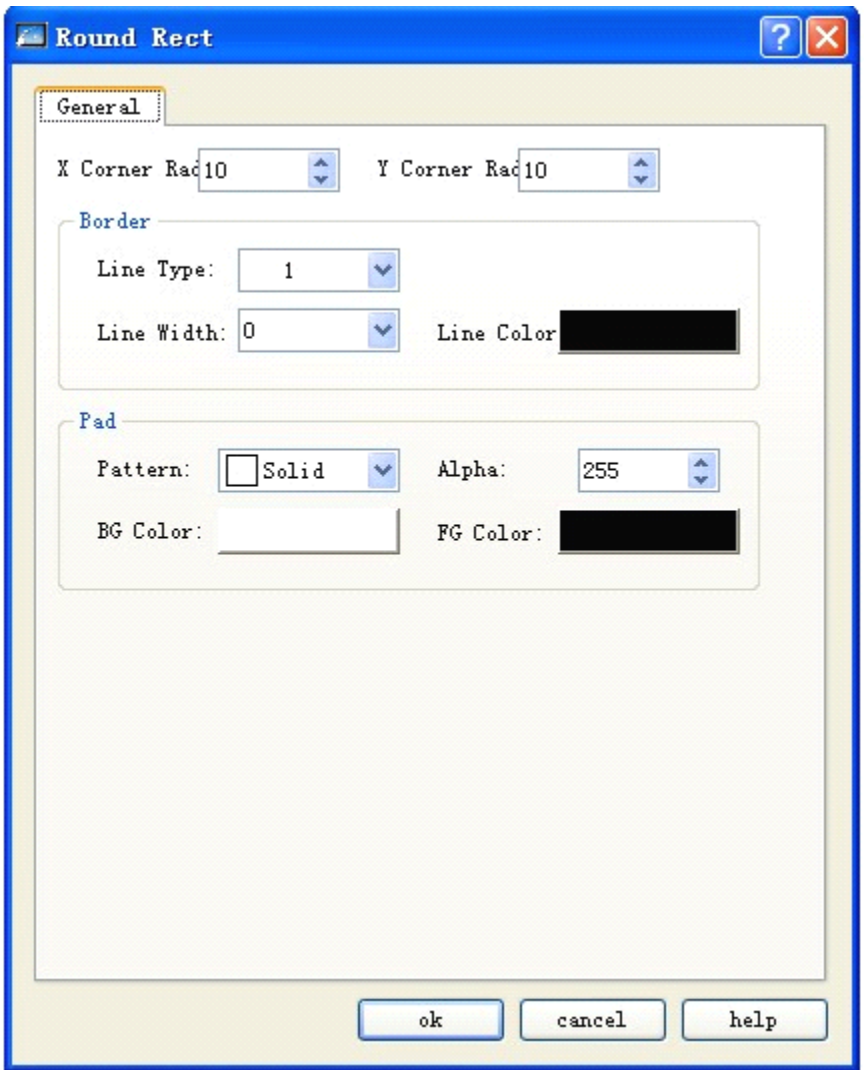

Рисунок 4-31 Окно свойств скруглённого прямоугольника
- После выполнения вышеперечисленных шагов, прямоугольник имеет стандартные свойства прозрачности, типа, толщины, цвета и шаблона заливки. Вы можете изменить эти свойства по своему усмотрению. Для этого, наведите мышь на прямоугольник и дважды щелкните или выделите линию и нажмите кнопку свойств на панели инструментов. В этот момент появится окно свойств, такое же , как и при рисовании прямоугольника. Смотрите рисунок 4-31